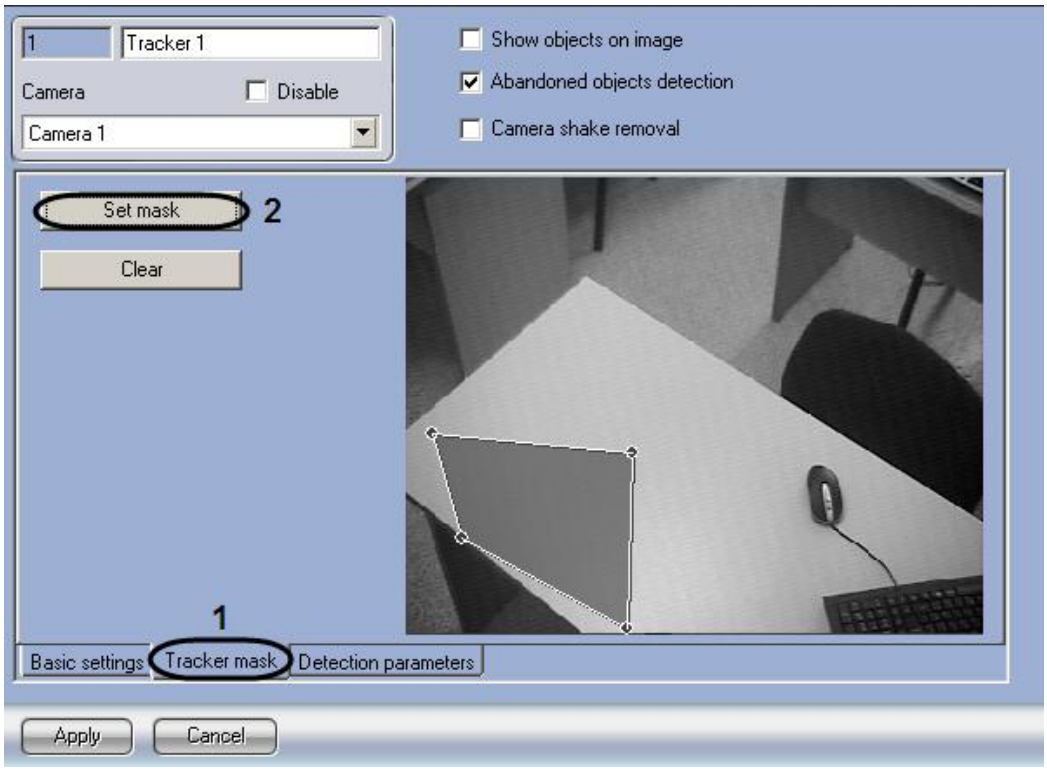

Figure 8.4-69 Disabling analysis in the area
11. To disable analysis in the area covered by the camera click the "Set mask" button in the "Tracker mask" tab and specify the area in the preview field (Figure 8.4-69).
12.2 To stop playback in the preview, click the “Stop” button (Figure 8.4-69, 2).